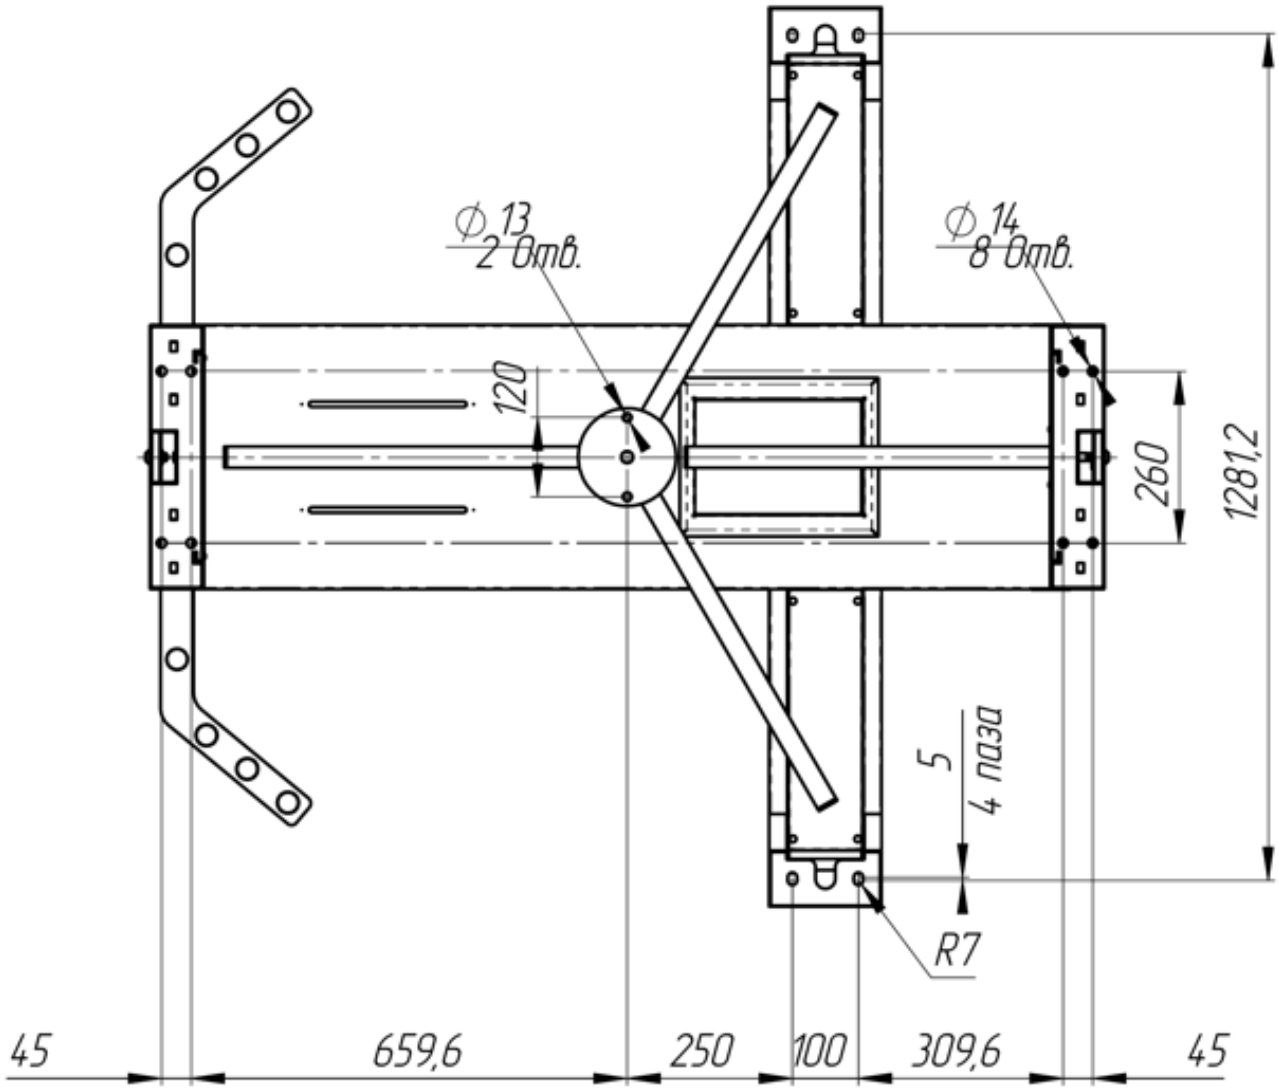

Рисунок 3 – Установочные размеры турникета
4.2.1 Рисунок 3 – следует заранее распланировать места установки панелей ограждения, подвижных и неподвижных элементов турникета, трассы прокладки кабелей в соответствии с рабочим чертежом.